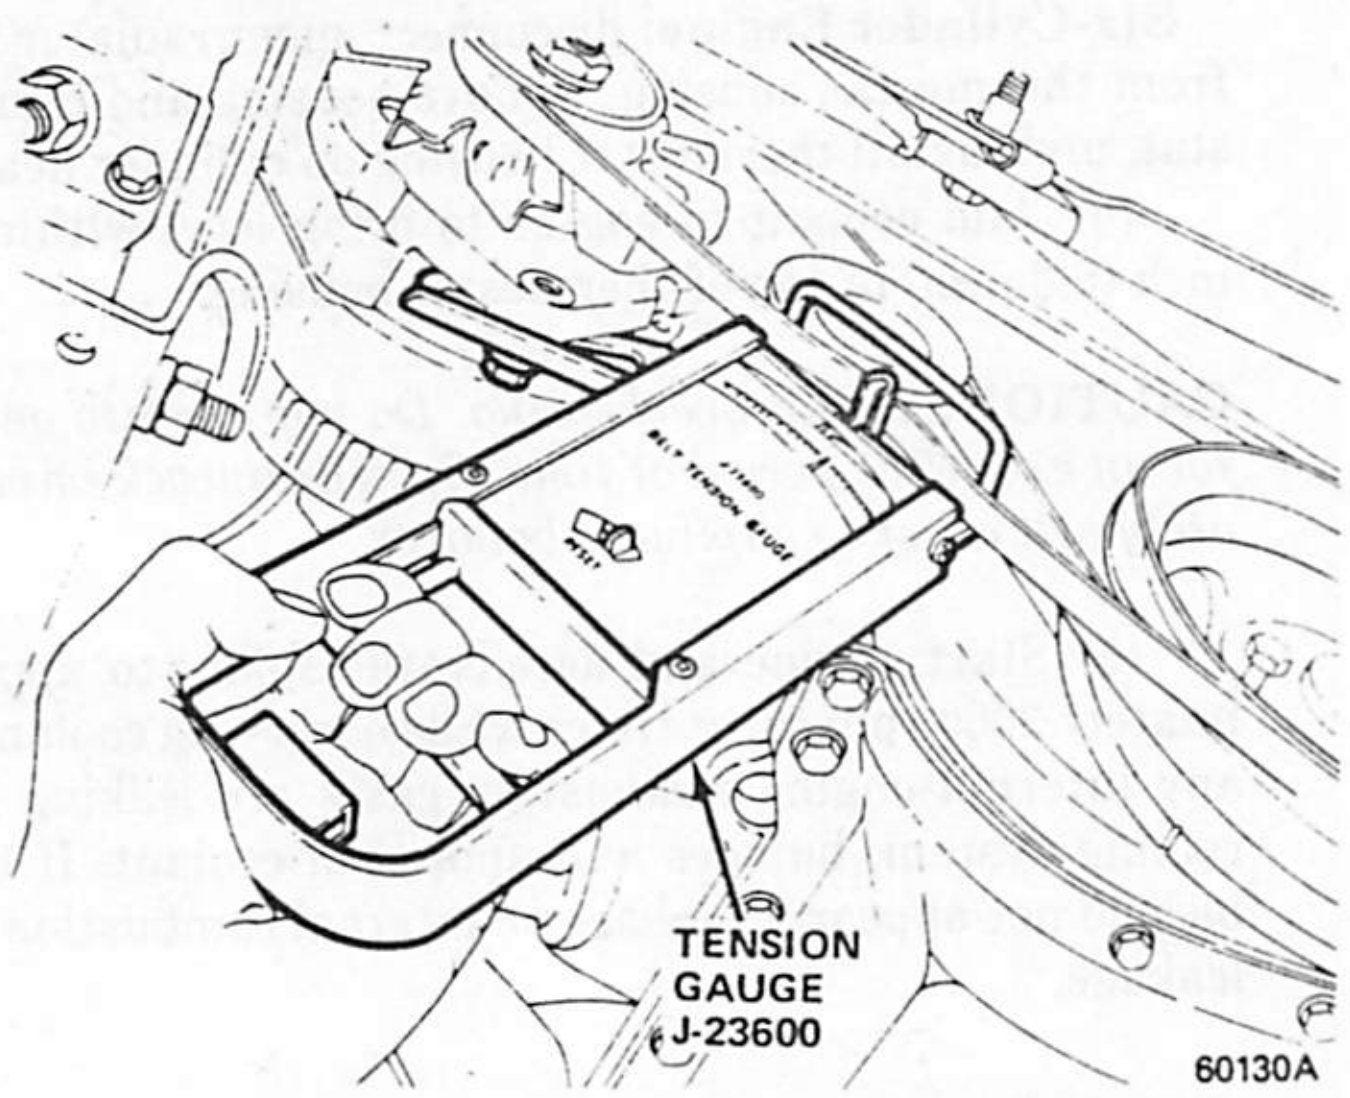

Fig. 1C-16 Drive Belt Tension Test—Typical
(1) Locate drive belt that is to be tested for correct tension.
(2) Test tension with Gauge J-23600 or J-29550 if accessibility is limited (fig. 1C-16).
(3) If necessary, adjust drive belt.
(4) Re-test tension after adjustment.